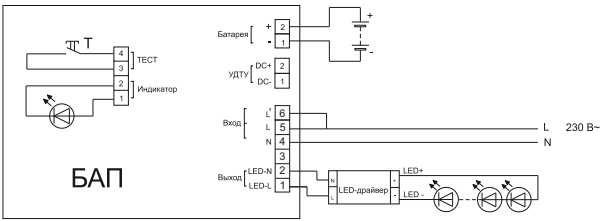

Рисунок 2
2.2 Постоянный режим. БАП подключается к светодиодному модулю и LED-драйверу, а выходные клеммы L и L' БАП закорачиваются (рисунок 2). В рабочем режиме происходит подзарядка аккумуляторной батареи (горит красный светодиод), и питание светодиодного модуля производится через LED-драйвер от сети 230 В~.